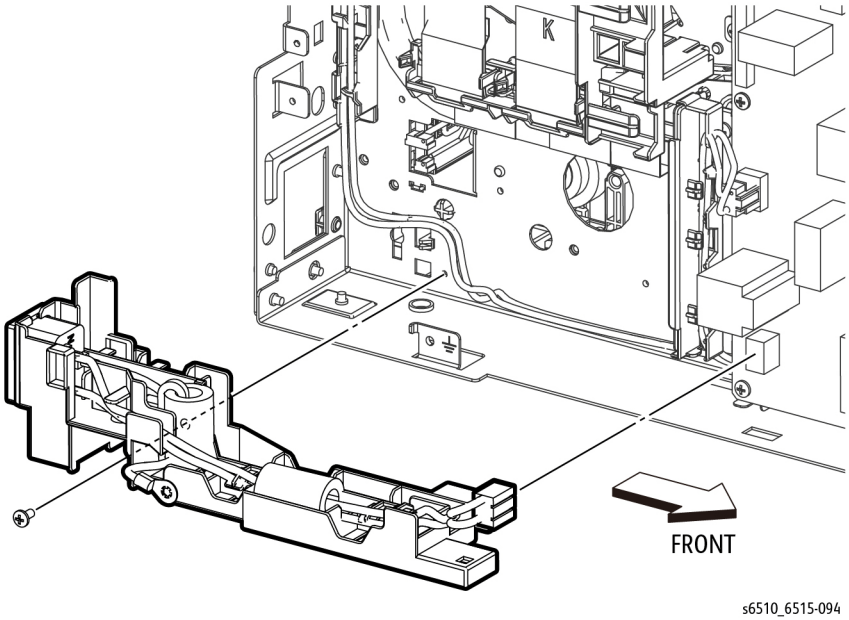

Figure 2 Remove the Inlet Harness Assembly (MFP)
5. Refer to Figure 2 to unplug the Inlet Harness Assembly connector (P/J281).
6. Refer to Figure 2 to remove the screw attaching the Inlet Harness Assembly and remove the harness assembly.